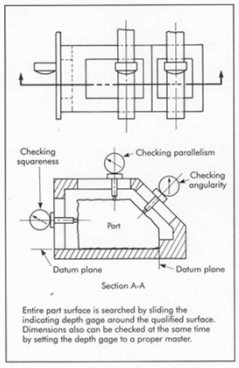

Figure 9-49. Checking squareness, parallelism, and angularity with indicating depth gages.
- Some times a special fixture may be required as shown in Fig 9-49.